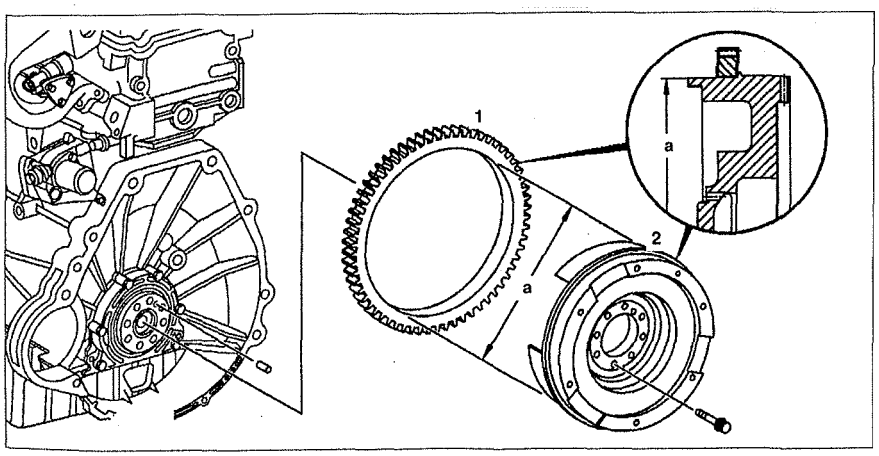

Рис. 2.59. Замена зубчатого венца маховика: (стр. 112)
14. Просверлите отверстие на поверхности зубчатого венца и установите зубило или быстро нагрейте и немедленно снимите (см.рис.2.59). Проверьте диаметр фланца маховика **a** под зубчатый венец.